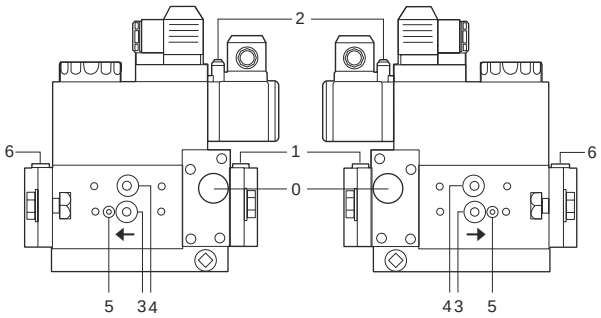
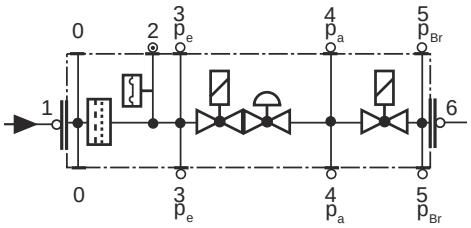

Fig. 55
Fig. 56
- Clean and examining the gas filter cartdrige, if necessary replace it (Fig. 55 on).
- Change the filter if the pressure difference between pressure connection 1 and 3 (Fig. 55-Fig. 56)is $\Delta p > 10$ mbar.
- Change the filter if the pressure difference between pressure connection 1 and 3 (Fig. 55-Fig. 56) is twice as high compared to the last check.